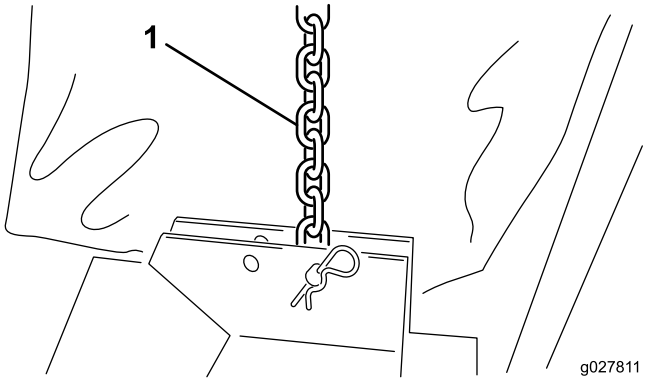

Figure 3
3. Connect each lift chain to the corresponding deck bracket with a clevis pin and hair pin cotter (Figure 3).